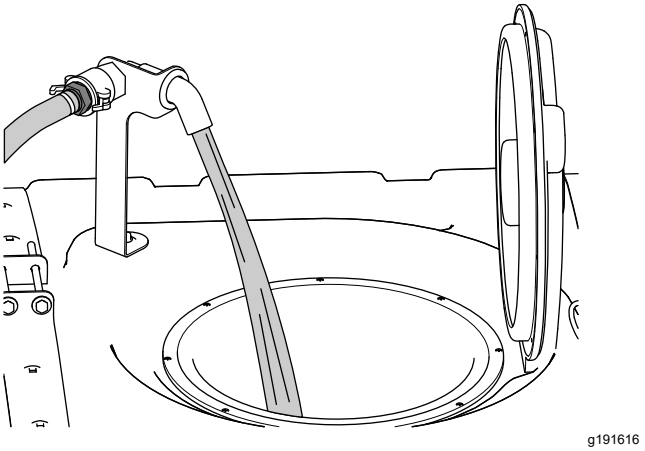

**Bild 30**
5. Füllen Sie Dreiviertel der benötigten Wassermenge in den Sprühbehälter (Bild 30).